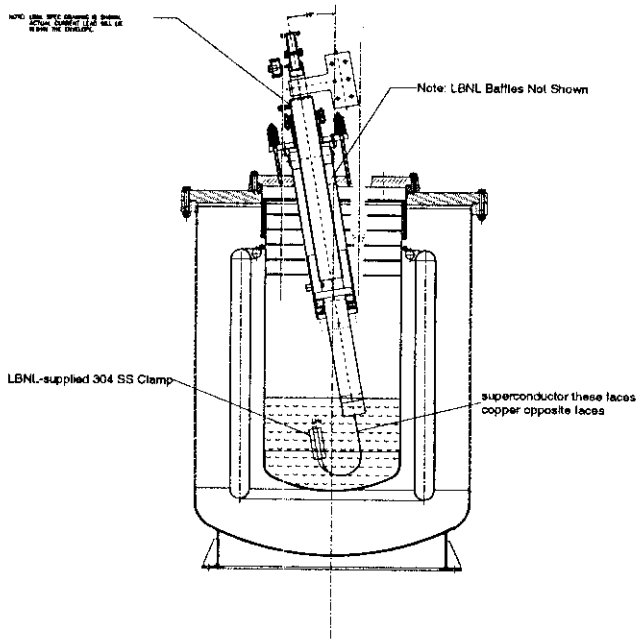
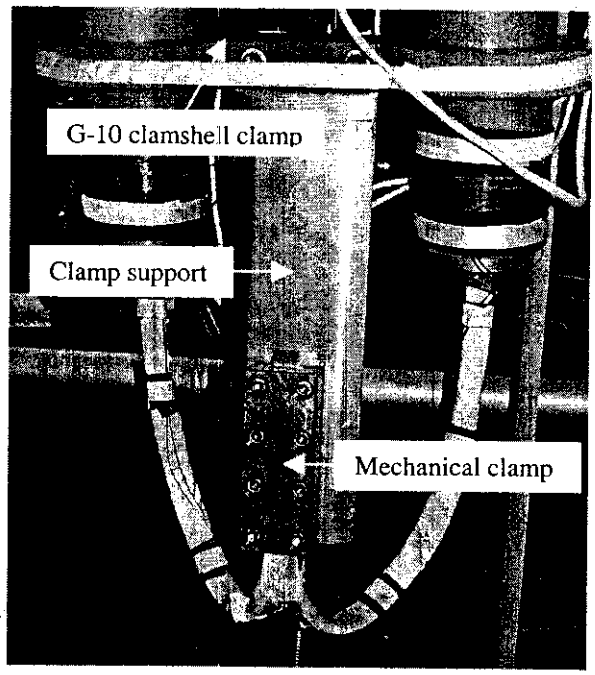

Figure 4.1a Side View of Lead in Cryostat with the LTS cables connected.
Figure 4.1b Electrical integration of the LTS sections.
4.2 Make connection to LTS pigtails. The joint is a mechanical connection with a stainless steel clamp (supplied by LBNL) and indium foil between the cables to ensure good electrical contact. Figure 4.1a shows a rendition of the installed power leads. Figure 4.1b shows the G-10 clamshell clamp, the clamp support, and the mechanical clamp.